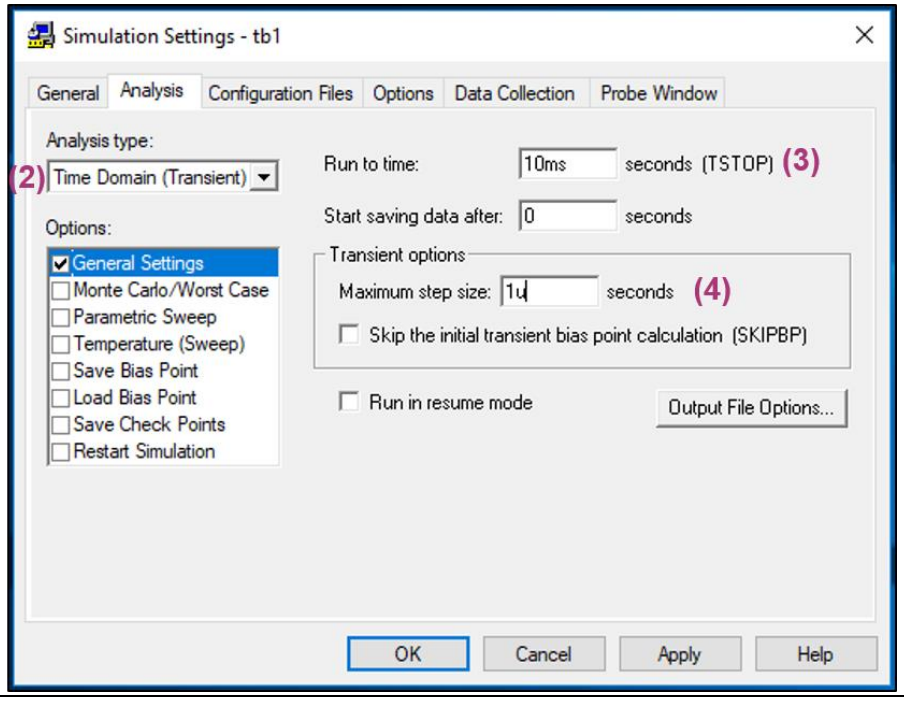

Figure 8 Analysis settings
Figure 8 shows the **Simulation Settings** dialog box that appears. From the **Analysis Type** list, select **Time Domain (Transient)** (2) and specify the required parameters:
- **TSTOP** (3): total simulation time
- **Maximum step size** (4): defines the maximum internal step size, which is dependent on the specified **TSTOP** parameter